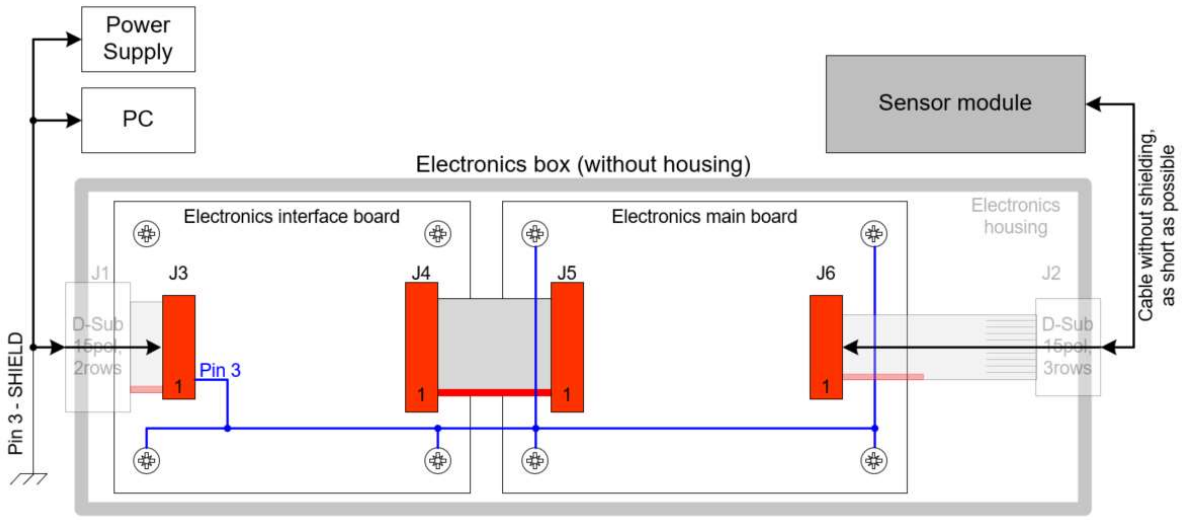

Figure 23 Ground concept without housing
- The six marked screws (see Figure 23) have to be connected to the same earth potential.